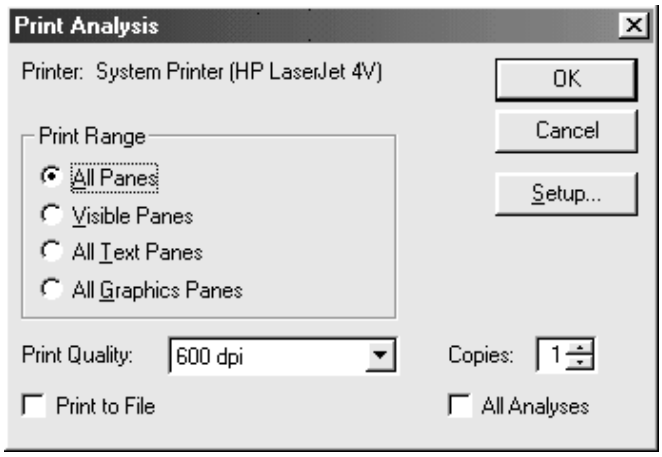

Figure 6-3. Print Analysis Dialog Box
3. Choose FILE... PRINT... from the Menu bar to display the Print Analysis dialog box (see Figure 6-3).